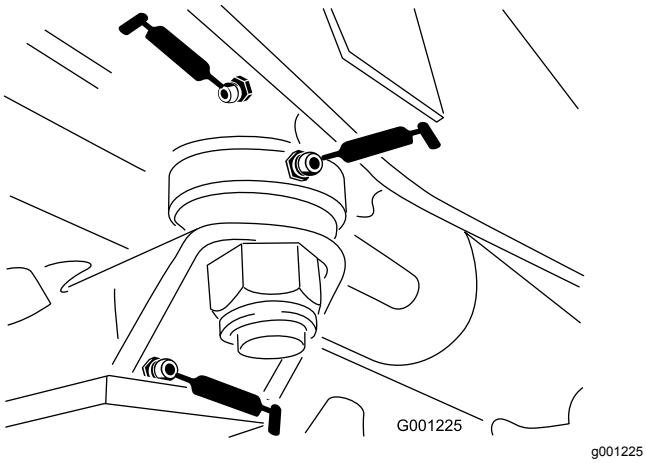

Figur 39
- Styrepladebøsninger (Figur 39)
- Akselstiftsbøsning (Figur 39)